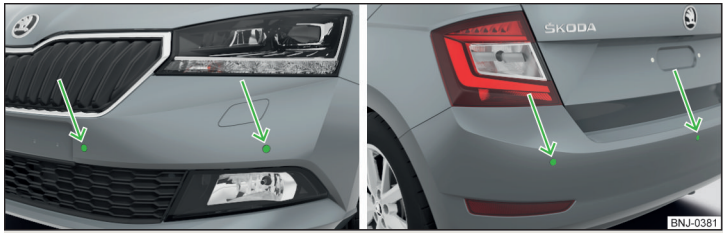

Fig. 146 **Lugar de instalación de los sensores del lado izquierdo del vehículo: delantero / trasero**
- Mantener los sensores del sistema » fig. 146 *de la pág. 125* limpios, libres de nieve y hielo, y no cubrirlos con ningunos objetos, de lo contrario puede estar limitado la función del sistema.
El sistema calcula la distancia entre el parachoques y un obstáculo mediante ondas ultrasónicas. Los sensores ultrasonidos se encuentran según el equipamiento del vehículo en el parachoques trasero o también en el delantero » fig. 146.